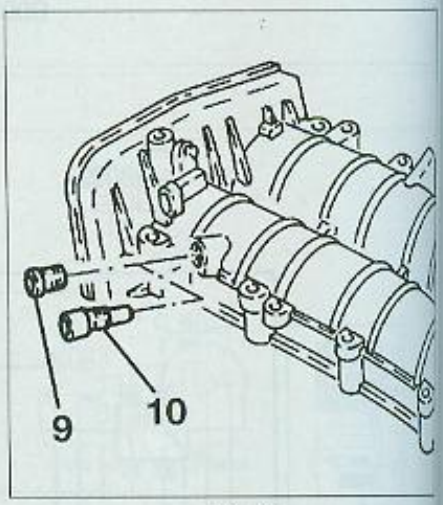

FIG. 11
- [10]. Outil de calage d'arbre à cames (ref. 1870896900) **(Fig.11)**.
• Côté échappement, déposer le bouchon (9) et y mettre en lieu et place l'outil [10] **(Fig.11)**.
• Côté échappement, déposer le bouchon (9) et y mettre en lieu et place l'outil [10] (**Fig.11**).